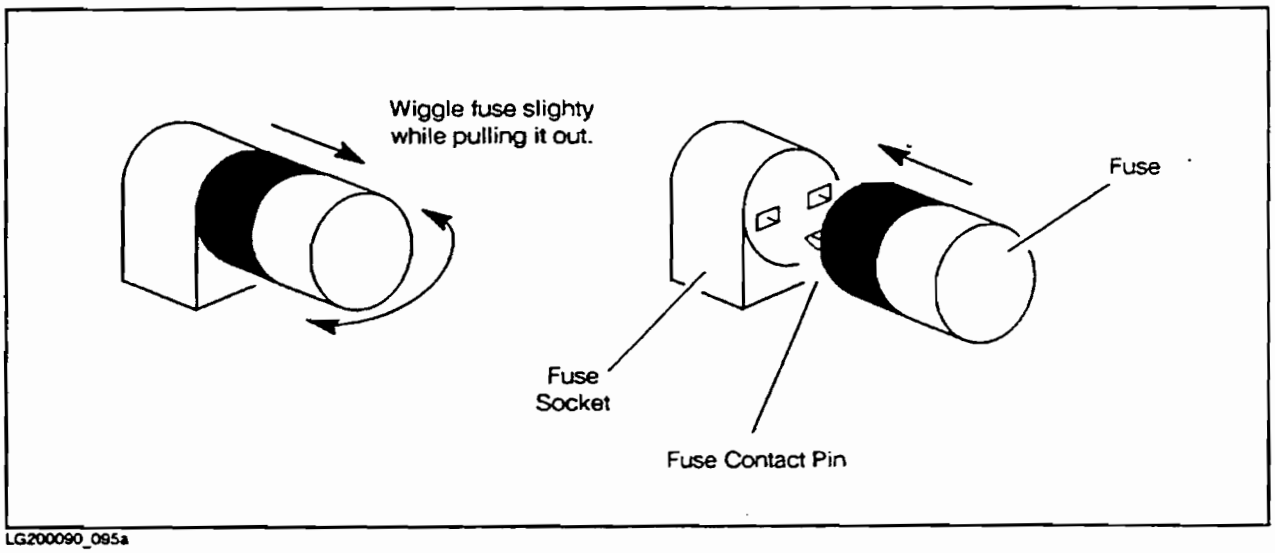

Figure 11e-5. Replacing the Transceiver Fuse
4. Pull the fuse out of its socket, as shown in Figure 11e-5.